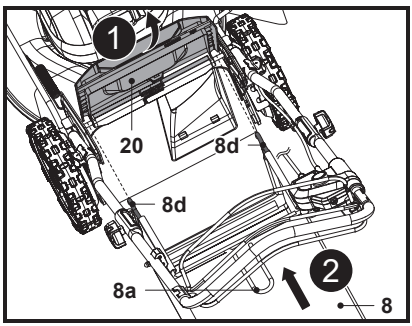

Fig. 6
3. Abra el protector de deflector trasero (20) y manténgalo en posición (Fig. 6, paso 1).
4. Lleve el recogedor de hierba (8) por su asa de transporte (8a).
5. Alinee los dos ganchos del recogedor (8d) con la barra y cuelgue el recogedor de hierba (8) de ellos (Fig. 6, paso 2).
6. A continuación, suelte con cuidado el protector del deflector trasero (20).